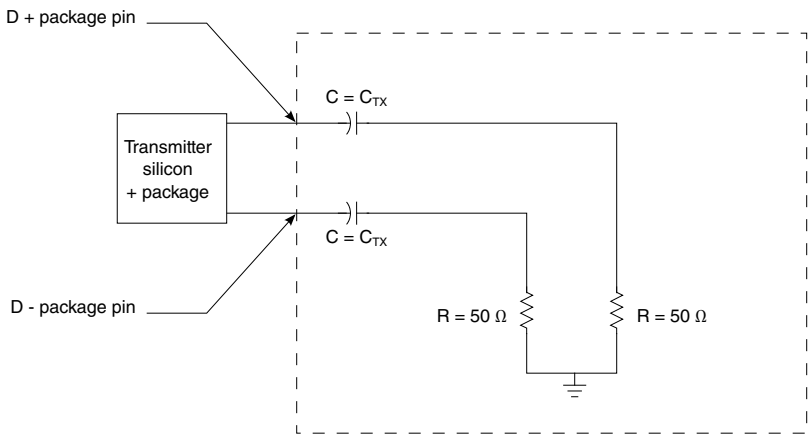

Figure 46. Test and measurement load
5. See Figure 46. on page 143.
1. Each UI is 200 ps ± 300 ppm. UI does not account for spread-spectrum clock dictated variations. 2. The maximum transmitter jitter can be derived as $T_{TX-MAX-JITTER}$ = 1 -T_{TX-EYE} = 0.25 UI. Does not include spread-spectrum or REFCLK jitter. Includes devices random jitter at 10^{-12}. 3. Specified at the measurement point into a timing and voltage test load and measured over any 250 consecutive transmitter Uis. 4. A T_{TX-EYE} - 0.75 UI provides for a a total sum of deterministic and random jitter budget of $T_{TX-JITTER-MAX}$ = 0.25 UI for the transmitter collected over any 250 consecutive transmitter Uis. The $T_{TX-EYE-MEDIAN-to-MAX-JITTER}$ median is less than half of the total transmitter budget collected over any 250 consecutive transmitter UIs. It must be noted that the median is not the same as the mean. The jitter median describes the point in time where the number of jitter points on either side is approximately equal as opposed to the averaged time value. 5. See Figure 46. on page 143. 6. Reference input clock RMS jitter (< 1.5 MHz) at pin < 1 ps. 7. All transmitters must be AC coupled. The AC coupling is required either within the media or within the transmitting component itself. 8. The chip's SerDes transmitter does not have C_{TX} built-in. An external AC coupling capacitor is required.